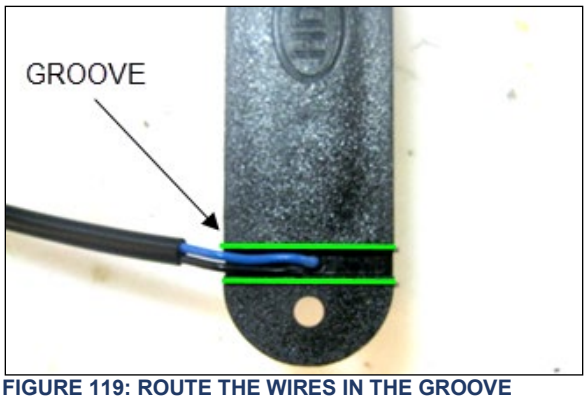

**FIGURE 119: ROUTE THE WIRES IN THE GROOVE UNDER THE SEALED UNIT BODY**
4. Install the new fog light pod on the pod support with the existing screws and lockwashers (Figure 119).